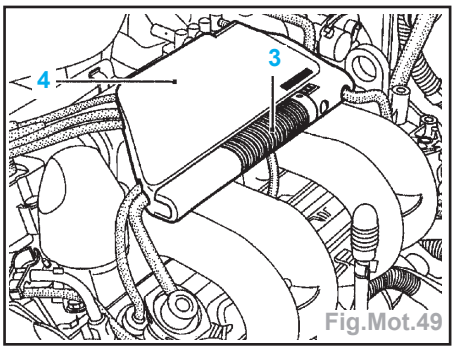

Fig.Mot.49
- les fils de bougies en utilisant l'outil (3) intégré à la protection plastique (4) (Fig.Mot.49),